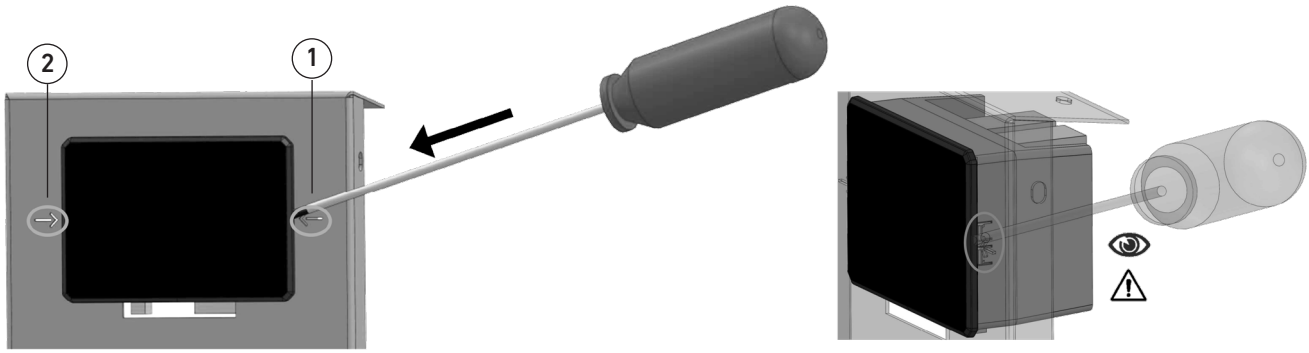

fig. 19
- Insert the tip of a flat head screwdriver between the support plate and the control unit frame at the points indicated by the arrows on the sides of the control unit (fig. 19 part. 1-2);